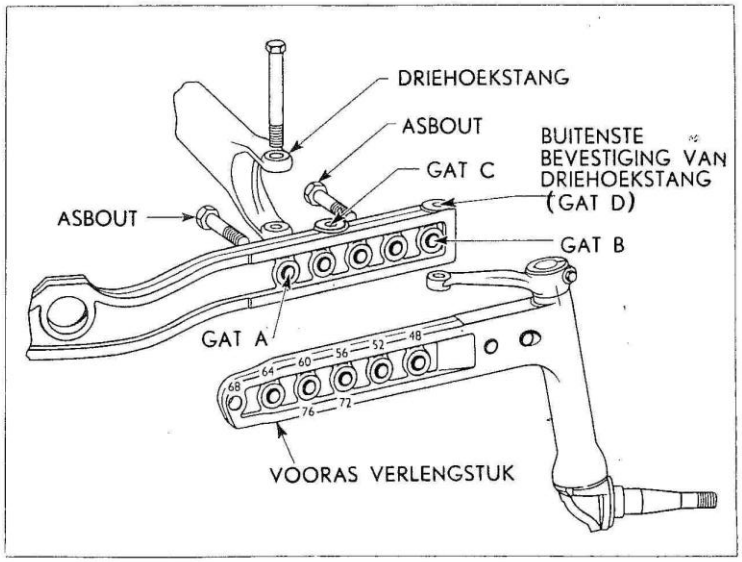

Afb. 17 — **Afstelmogelijkheden van de spoorbreedte**
De ingegoten cijfers op het voorasverlengstuk (zie afb. 17) geven de spoorbreedte aan wanneer de beide verlengstukken symmetrisch ten opzichte van elkaar zijn geplaatst. De cijfers op de bovenzijde geven de spoorbreedte aan.
indien het betreffende gat in het voorasverlengstuk zich bevindt tegenover het gat (A) in het voorasmiddenstuk (zie afb. 17); de cijfers aan de onderzijde, indien het betreffende gat in het voorasverlengstuk zich bevindt tegenover het gat (B) in het voorasmiddenstuk.
Wanneer de spoorbreedte op meer dan 56″ (142 cm) wordt gesteld, is het noodzakelijk de driehoekstang in de uiterste bevestigingsgaten (gat D, afb. 17) te bevestigen, teneinde de stijfheid van de constructie te behouden.